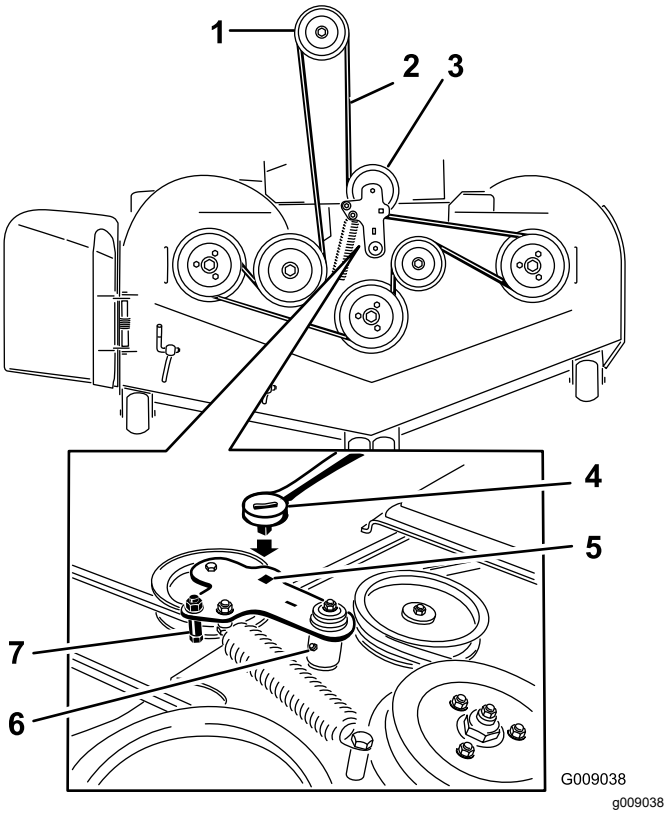

**Figur 87**
7. Brug en skralde i det firkantede hul i styrearmen for at fjerne spændingen på styrefjederen (Figur 87).
9. Fjern remstyret på den fjederbelastede styrearm (Figur 87).
11. Før den nye rem rundt om plæneklipperens remskiver og koblingsremskiven under motoren (Figur 87).
12. Monter remstyret på styrearmen (Figur 87).
13. Monter styrefjederen ved at bruge skralden i det firkantede hul (Figur 87).